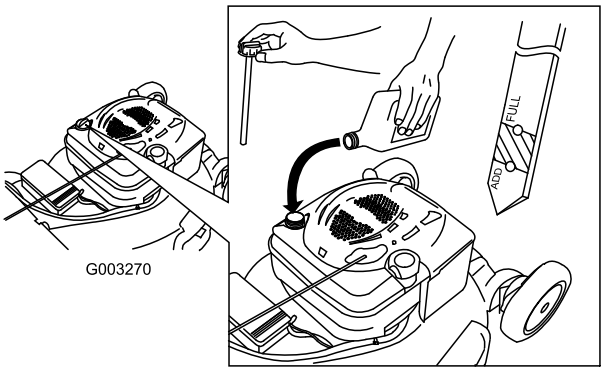

Figure 9
1. Remove the dipstick (Figure 9).
2. **Slowly** pour oil into the oil fill tube until the oil level reaches the Full line on the dipstick (Figure 9). **Do not overfill.** (Max. fill: 20 oz. (0.59 l), type: SAE 30W detergent oil with an API service classification of SF, SG, SH, SJ, SL, or higher.)